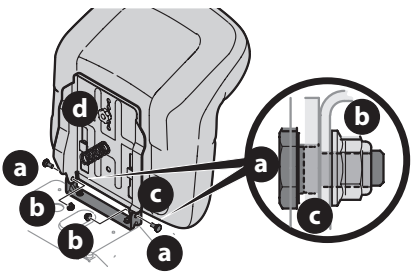

Figure 7
5. Positionnez le siège sur le support de montage en alignant les trous aménagés (Figure 7).
6. Fixez l'ensemble du siège avec les deux boulons à épaulement (a) et les contre-écrous (b) retirées précédemment (Figure 7).
7. Pour régler la position du siège, retirez le bouton de réglage (d) qui se trouve sous le siège. Faites glisser le siège vers l'avant ou vers l'arrière comme désiré. Resserrez le bouton de réglage (Figure 7).